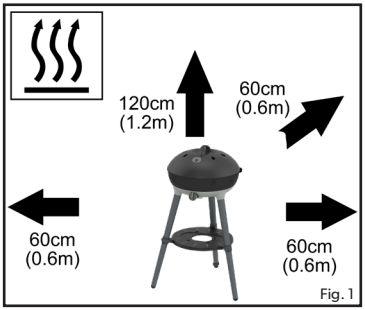

Fig. 1
- Se till att apparaten används på säkert avstånd från antändliga material. Minimum säkerhetsavstånd: ovanför apparaten - 1,2m, bakåt och åt sidorna - 0.6m. (Fig 1)